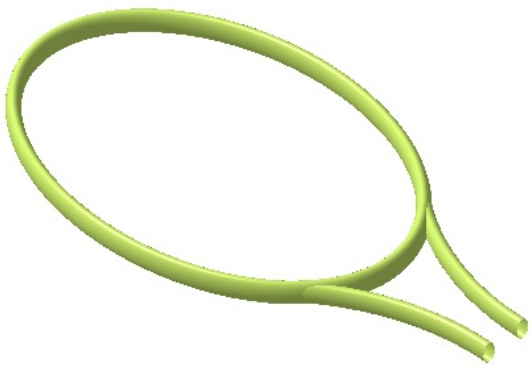

Figure 10-79 *The model after creating the symmetry feature*
e. Create the symmetry feature of the second swept surface, refer to Figure 10-79.
7. Choose the **OK** button from the **Symmetry Definition** dialog box to complete the symmetric feature. Figure 10-79 shows the model after creating the symmetry feature.